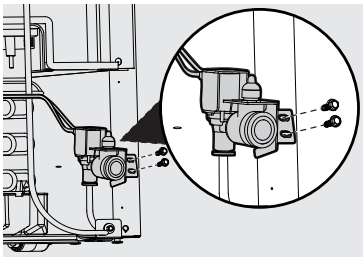

Figure 17
14. The water valve location has pre-made holes on the right rear of the unit. The water line should be oriented downward when the valve is installed. Install the water valve using a ¼″ hex head driver, install the 2 hex head screws. Tighten screws until they are snug and then tighten an additional ¼ turn. See Figure 17.